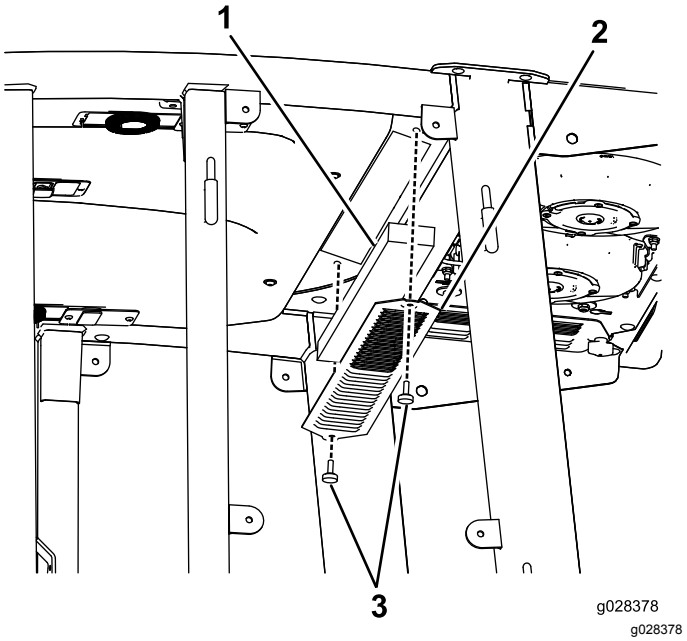
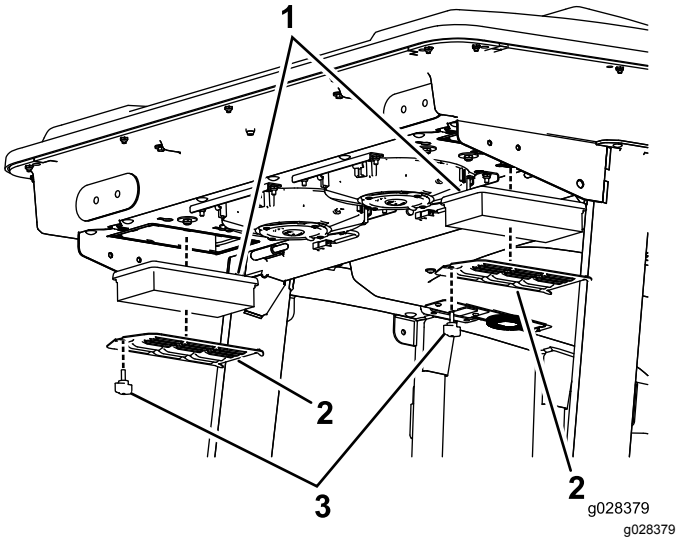
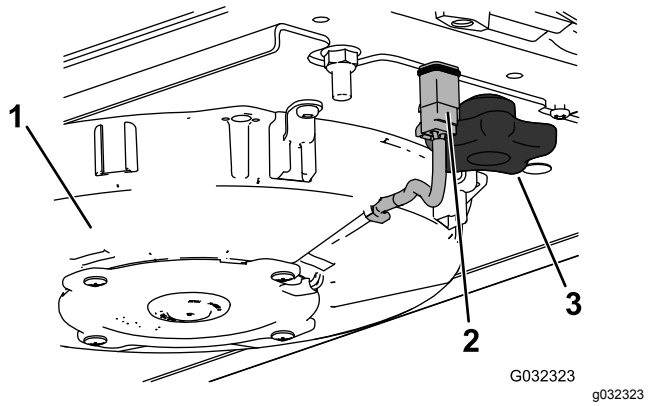
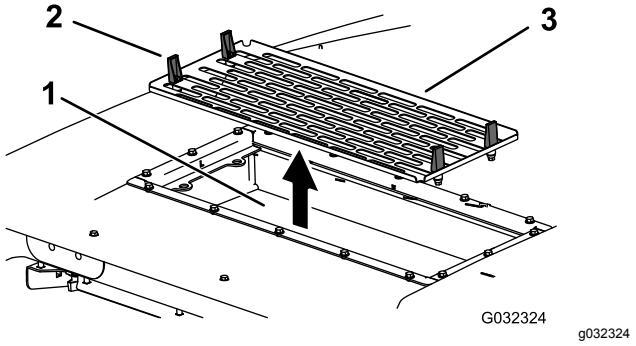

Figur 148
Figur 149
Figur 150
Figur 151
1. Ta ut skruene og fjern ristene over luftfiltrene både inni og bak førerhuset (Figur 148 og Figur 149).
2. Koble fra kabelen for hver vifte (Figur 150).
4. Åpne de fire låsene på klimaanleggsenheten og fjern skjermen (Figur 151).
5. Fjern luftfiltrene (Figur 149).
7. Monter luftfiltrene, skjermen og vifteenheten (Figur 149, Figur 150 og Figur 151).
8. Koble til kabelen for hver vifte (Figur 150).